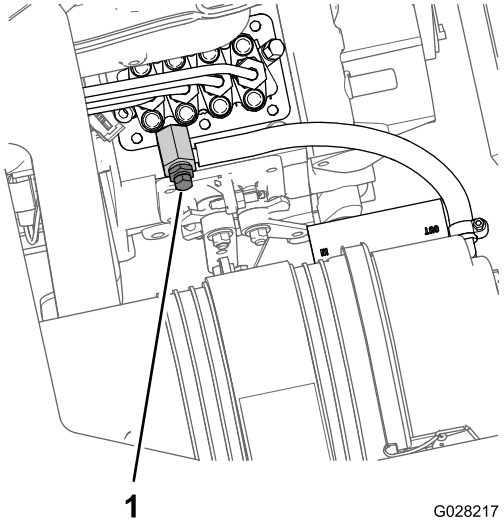

Figur 74
8. Sett et tappefat under motorens pumpe for drivstoffinnsprøyting (Figur 74).
9. Åpne lufteskruen på pumpen for drivstoffinnsprøyting (Figur 74).
11. La nøkkelen stå i PÅ-stillingen til det kommer en jevn strøm av drivstoff ut rundt lufteskruen (Figur 74).
12. Stram til lufteskruen (Figur 74), og vri nøkkelen til AV-stillingen.